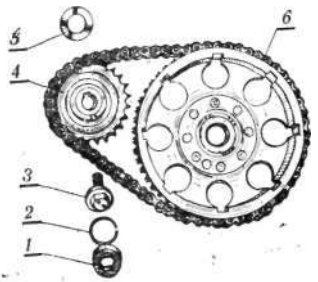

Рис. 95. Передача от двигателя на сцепление.
7. Отверткой или монтажной лопаткой удалить стопорный колпачок *1* (рис. 95) звездочки *4* коленчатого вала. Вывернуть болт *3* крепления звездочки резкими ударами молотка по ключу или ключом, застопорив поршень деревянным бруском, через выхлопное окно.
**(к рис. 95)**